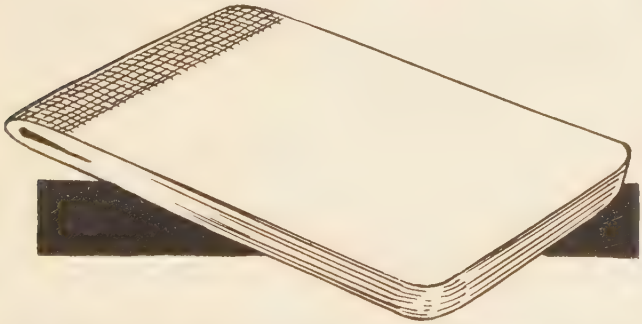

FIG. 232—BOOK STITCHED, TRIMMED AND CORNERS ROUNDED
12. Placing a piece of waste board on either side of book, trim it to $4\frac{1}{2}''$ wide by $6\frac{1}{4}''$ long and round corner the two open edges. (Fig. 232.)